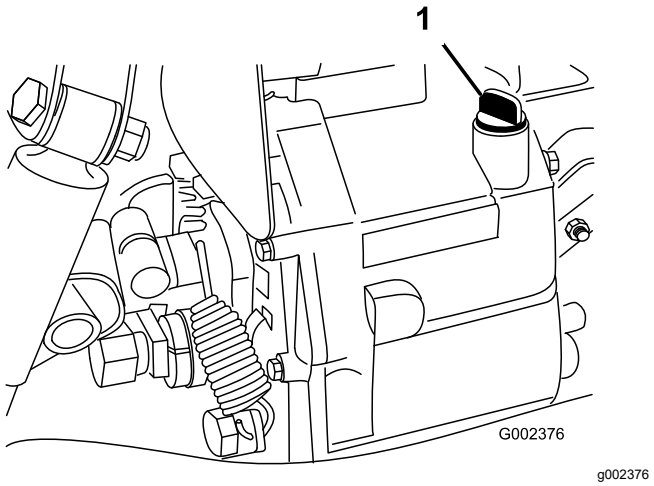

Figura 62
4. Limpie la zona alrededor de la varilla (Figura 62).